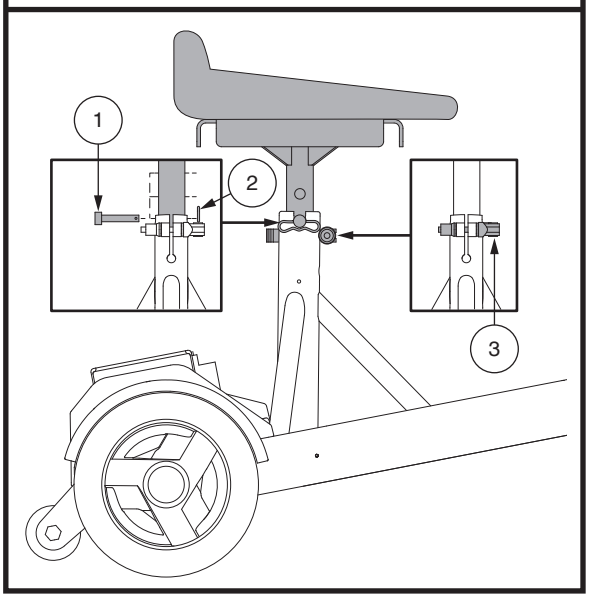

Figure 19. Réglage de la hauteur du siège
Le siège peut être repositionné à différentes hauteurs. **Voir la figure 19.**
1. Tout en tenant le siège, alignez les trous de réglage sur le siège et la tige de selle inférieure et insérez la tige. **Voir la figure 19.**